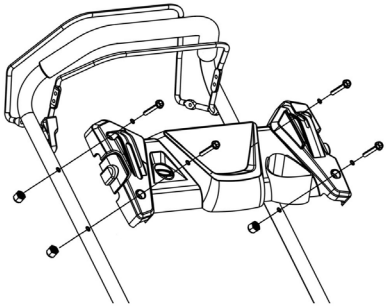

**Рис. 5 Установка декоративной панели**
5. Установите на рабочую рукоятку декоративную панель и закрепите её болтами и гайками, как показано на Рис. 5.